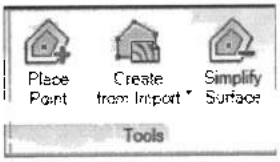

Рис. 22.2. *Специальный раздел ленты* ***Create Topography Surface***
2. На ленте **Massing&Site** (Формообразование и генплан) выбрать команду **Toposurface** (Топо-поверхность). Произойдет переключение на ленту **Create Topography Surface** (Создать топографическую поверхность) со специальным разделом **Tools** (Инструменты) (рис. 22.2)